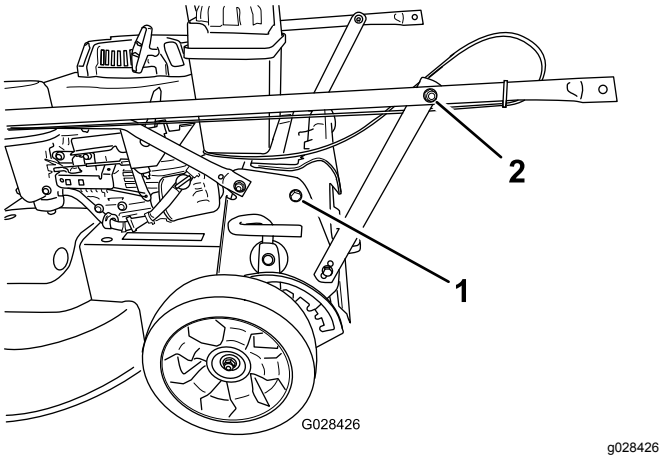

Figuur 3
1. Verwijder de 2 bouten van het machineframe op de plaats getoond in Figuur 3.